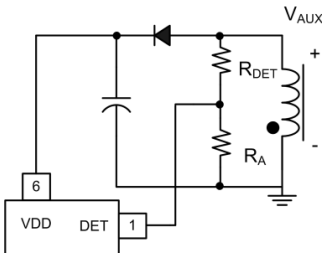

图 16. 波谷检测部分
DET 引脚通过分压器电阻连接到变压器次级绕组，一旦次级工作电流释放到零，就会产生一波谷信号。通过检测切换波形的波谷电压，实现谷底电压开启，这样确保了准谐振 (QR) 工作条件，由此降低开关损耗，且减小 EMI。图 16 显示了分压电阻 R_{DET} 和 R_A。当 V_{AUX} (单位是图 16) 为负时，DET 引脚电压箝位在 0.3 V。